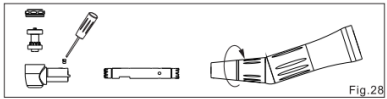

Fig.28
5) Tighten the back n accordance with this （Fig. 28）
5) Tighten the back cover first, then assemble the other accessories firmly in accordance with this （Fig. 28）
4) Insert a new cartridge into the head (Fig . 28).